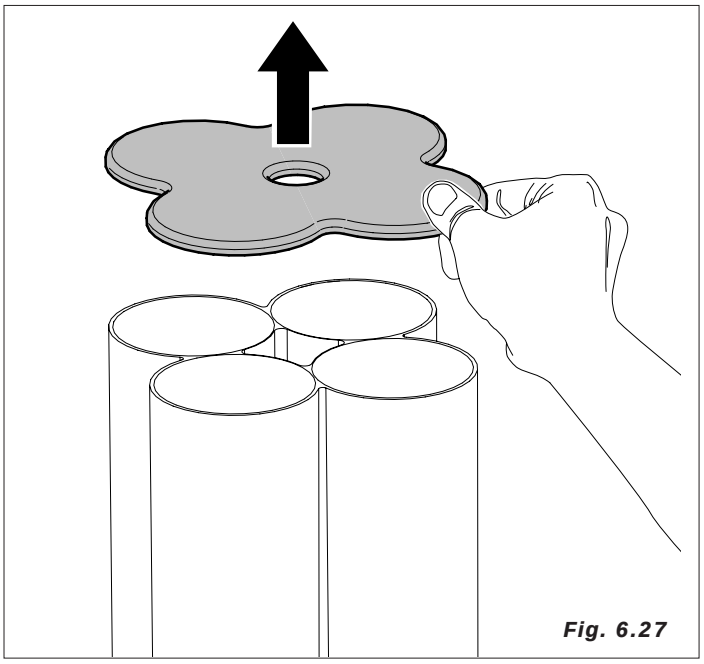

Fig. 6.27
- eleve la tapa de la columna vasos (Fig. 6.27)